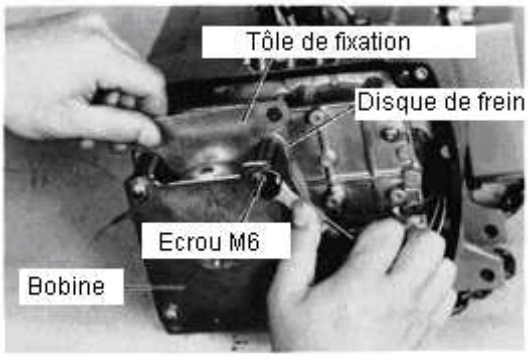

Fig.5 Réglage du frein
4. Contrôlez le frein (Cfr. fig. 5).